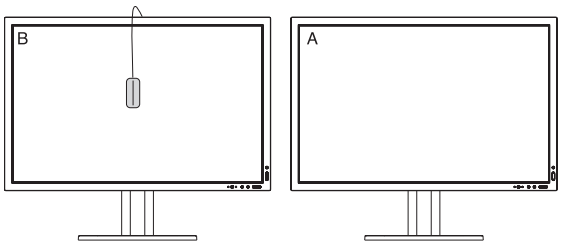

Figure C.2
7. Pour confirmer les points blancs de l'écran B, retirez le capteur de couleur USB de l'écran A source et placez-le au centre de l'écran B **(Figure C.2)**. Pour ignorer la confirmation de points blancs, sur l'écran B appuyez sur SELECT pour passer à l'étape 9 et effectuer la MISE AU POINT FINE.